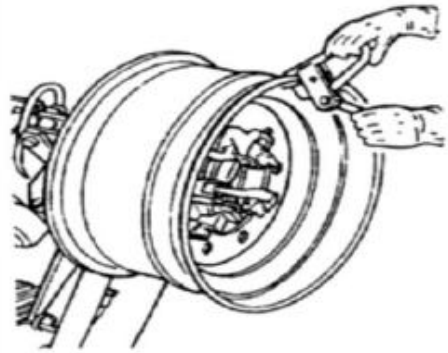

Рис. 17
3. Установите монтажную струбцину на крае диска в самой высшей точке. (рис. 17)